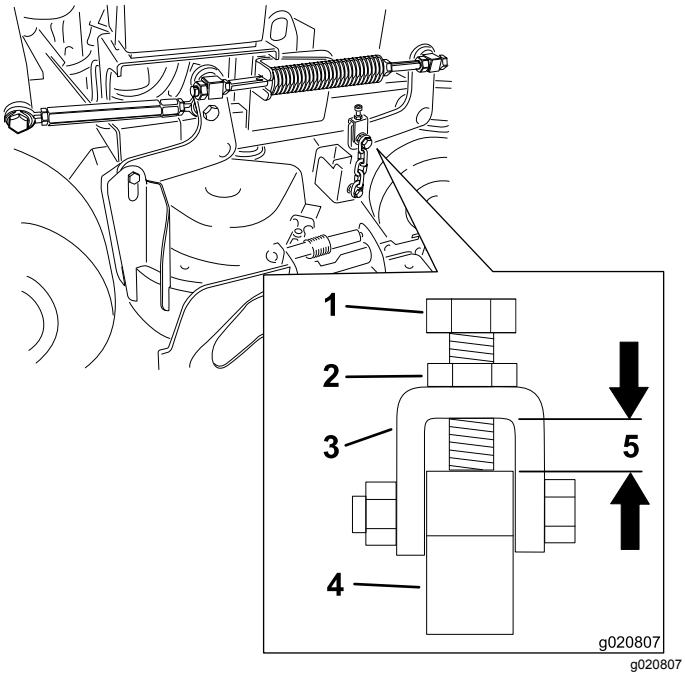

Figuur 83
**Opmerking:** Deze afstand moet 11 mm bedragen zoals afgebeeld in Figuur 83.
12. Zet de contramoer los en stel de bout af om de juiste afstand te verkrijgen; zie Figuur 83.